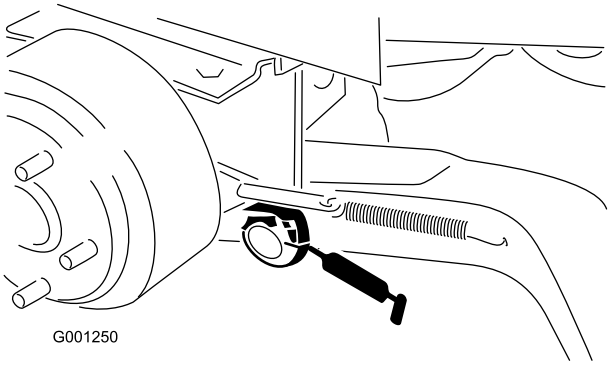

Figur 38
- Løftearmstapphylser (Figur 38)